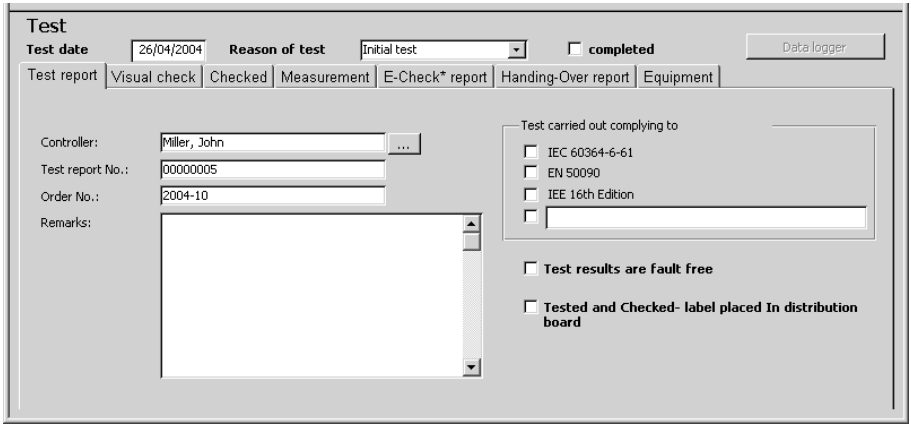

Figure 5.25: Modifying data record for test
The data record now displayed on the screen can be modified accordingly, please refer to the example Figure 5.25.
- Select the “New installation” data record, example Figure 5.25.